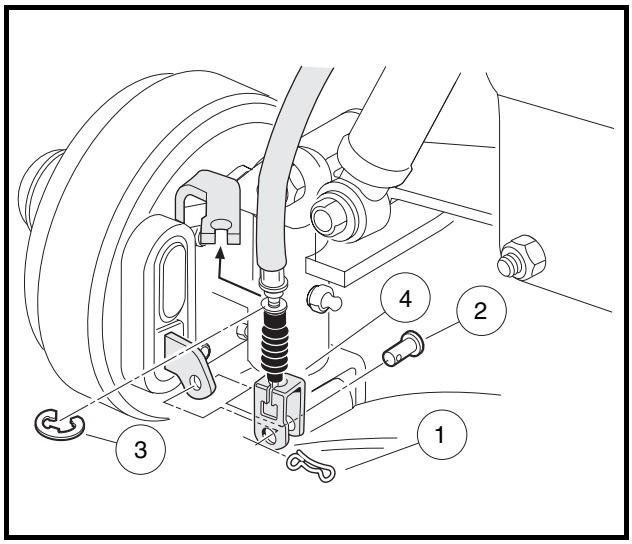

Figure 9-20 Connect Front Brake Cables
2.1. Remove the cotter pins (1), brake cable clevis pins (2), and cable retaining clips (3). Remove the brake cables (4) from the spindle brackets **(Figure 9-20, Page 9-17)**.
7. **Vehicles with four-wheel brakes:** Connect the front brake cables on four-wheel brake vehicle in reverse order of disassembly **(Figure 9-20, Page 9-17)**.